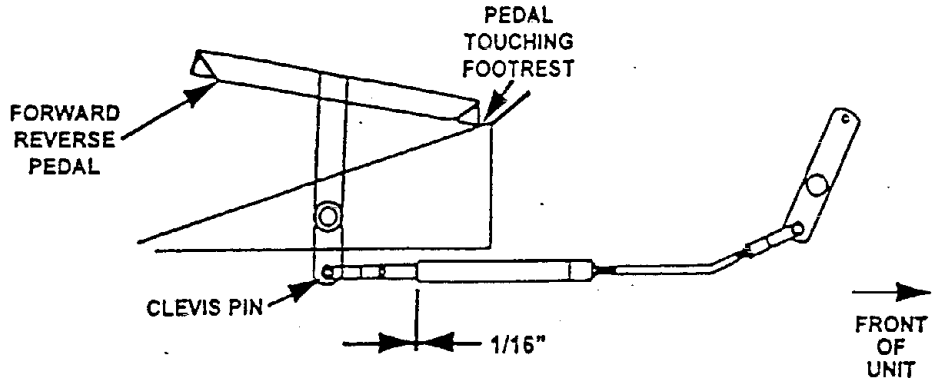

FIG. 10
b) Check the gap between the motion override tube and the spacer. This gap should measure 1/16" (See Figure 10).